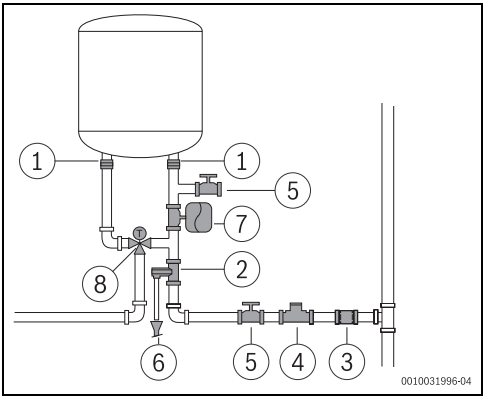

fig. 14
▶ Rekomandohet instalimi i një valvule termostatike (Fig. 14, [8]) në tubin e daljes së pajisjes nëse përdoren tuba PEX. Ky duhet rregulluar për të përkuar me rendimentin e materialit të përdorur.
- ▶ Asnjëherë mos instaloni asnjë aksesor (përveç atyre të treguar në Fig. 14) midis valvulës së çlirimit të presionit dhe hyrjes së ujit të ftohtë (në anën e djathtë) të pajisjes.
- ▶ instaloni një reduktues presioni (Fig. 14, [4]). Valvula e çlirimit të presionit do të aktivizohet sa herë që presioni në pajisje është mbi 8 bar (± 1 bar), për të cilën arsye është e nevojshme të planifikohet një mënyrë për shkarkimin e këtij uji.
- ▶ instaloni një enë zgjerimi (Fig. 14, [7]) për të ndaluar hapjen e shpeshtë të valvulës së çlirimit të presionit. Ena e zgjerimit të volumit duhet të jetë e barasvlershme me 5% të volumit të pajisjes.